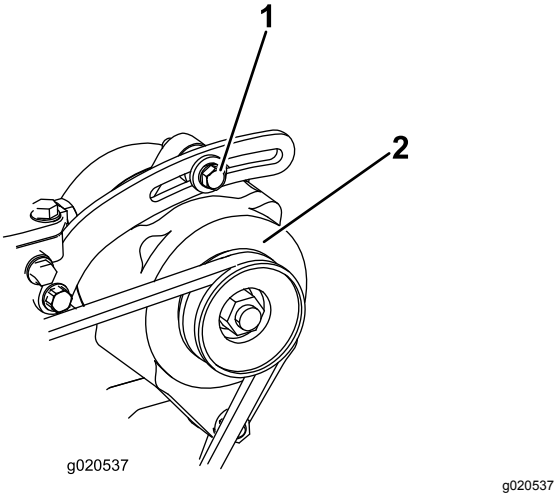

**Figuur 75**
Controleer de conditie en de spanning van de riemen (Figuur 75) om de 100 bedrijfsuren.
1. Draai de montagebouten van de wisselstroomdynamo los (Figuur 75).